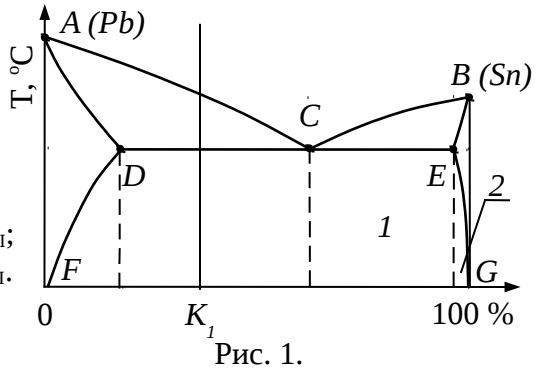

Рис. 1.
1. На рис. 1 изображена диаграмма состояния Pb-Sn. Как называется линия DCE?
2. Структура сплавов в областях 1 и 2 диаграммы, представленной на рис. 1, состоит:
3. Кривая охлаждения для сплава в концентрацией K_1, представленной на рис. 1, выглядит: